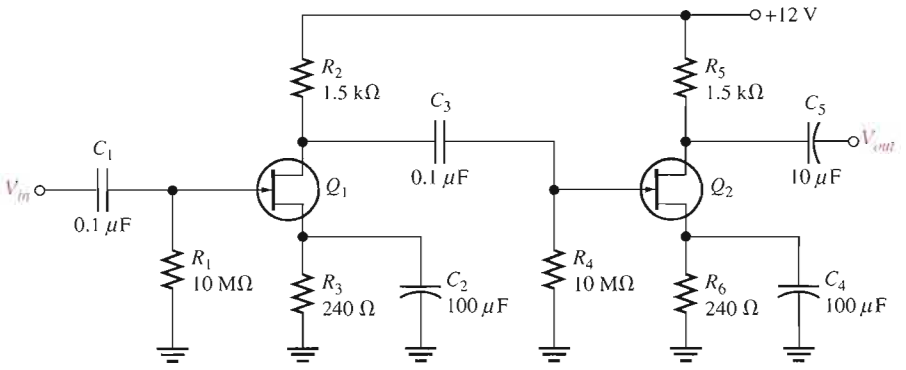

FIGURE 8–26
Assume that you are given a circuit board pulled from the audio amplifier section of a sound system and told simply that it is not working properly. Obtain the system schematic and locate this particular circuit on it. The circuit is a two-stage FET amplifier, as shown in Figure 8–26.
Step 3: Check the input signal at the gate of Q_1 and the output signal at the drain of Q_2 with an oscilloscope. The results are shown in Figure 8–27. The measured output voltage has a peak value of 226 mV. The expected typical peak output voltage is
▶ **FIGURE 8–27**